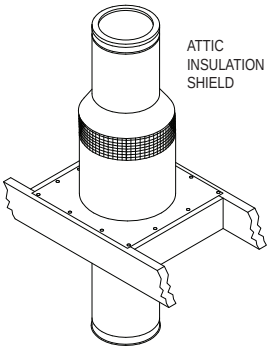

Figure 10
9. Install Attic Insulation Shield: Install the Attic Insulation Shield where the chimney passes into an attic. It's purpose is to prevent debris and building insulation from getting too close to the chimney *(Fig 10)*. An installed Attic Insulation Shield is 15 inches high. In attic areas where this shield cannot fit, you must enclose the attic portion of the chimney in a framed enclosure. If the chimney is fully enclosed through the attic, an Attic Insulation Shield is not required. Where the chimney passes into the attic, install the Attic Insulation Shield as follows:
d. Secure the Attic Insulation Shield to the top of the framed opening using at least (3) 8-penny nails or (3) #8, 1-1/2" wood screws per side *(Fig 10)*.